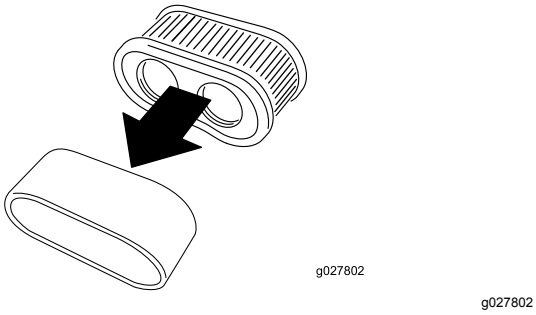

Figur 43
5. Skil skum- og papirindsatserne ad (Figur 43).